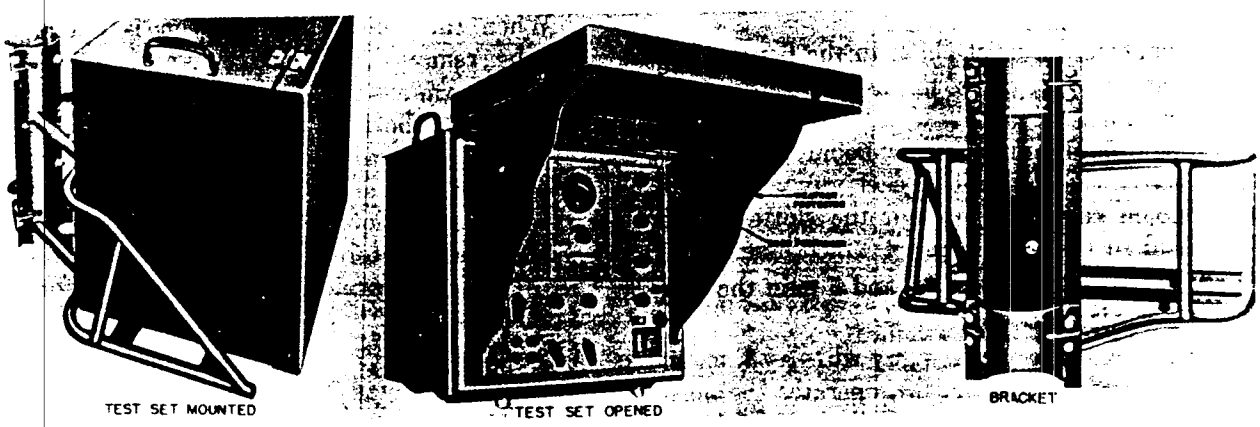

*Figure 227. Rf test set mounting rack.*
*k. Connecting Radar RF Test Set* (fig. 227).